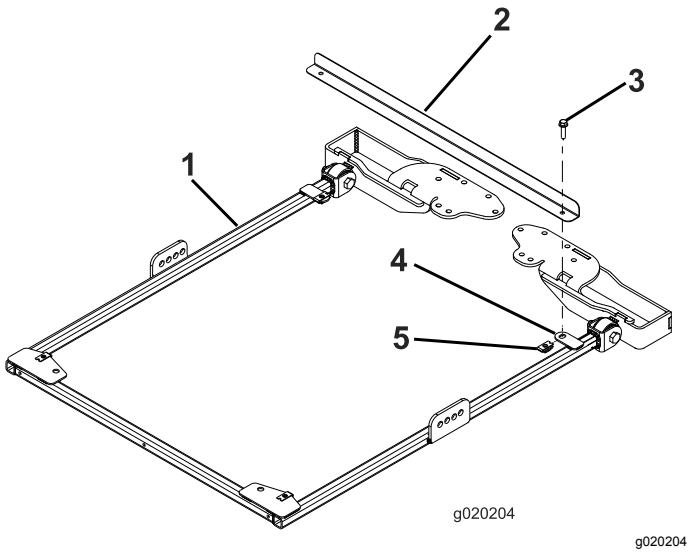

Figure 1
1. To properly align the frame, attach the frame-alignment bar to the mounting tabs on the rear of the sunshade frame with 2 flange-head bolts (5/16 x 1-1/4 inches) as shown in Figure 1.